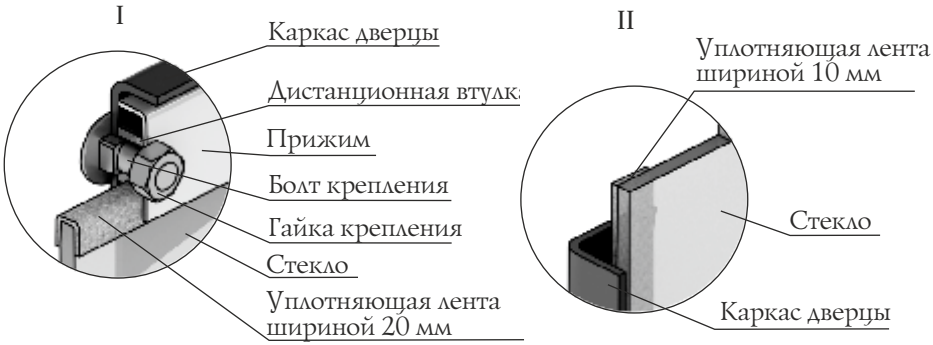

Рисунок 12. Крепление светорозрачного экрана дверцы модели «Витра»
1. Открутите две гайки, фиксирующие прижим (рисунок 12.I), и демонтируйте его и дистанционные втулки.
3. Возьмите новое стекло, если на нем нет уплотняющих лент, наклейте их: лента шириной 20 мм наклеивается сверху и снизу стекла «П»-образно (рисунок 12.I), лента шириной 10 мм наклеивается вертикально, вдоль боковых сторон стекла (рисунок 12.II).
4. Вставить стекло в упор, при этом лента наклеенная с боковых сторон (вертикальная) должна быть зажата между стеклом и каркасом дверцы (рисунок 12.II).
ВНИМАНИЕ! Гайки крепящие прижим накручиваются на болты крепления через дистанционные втулки (рисунок 12.I).